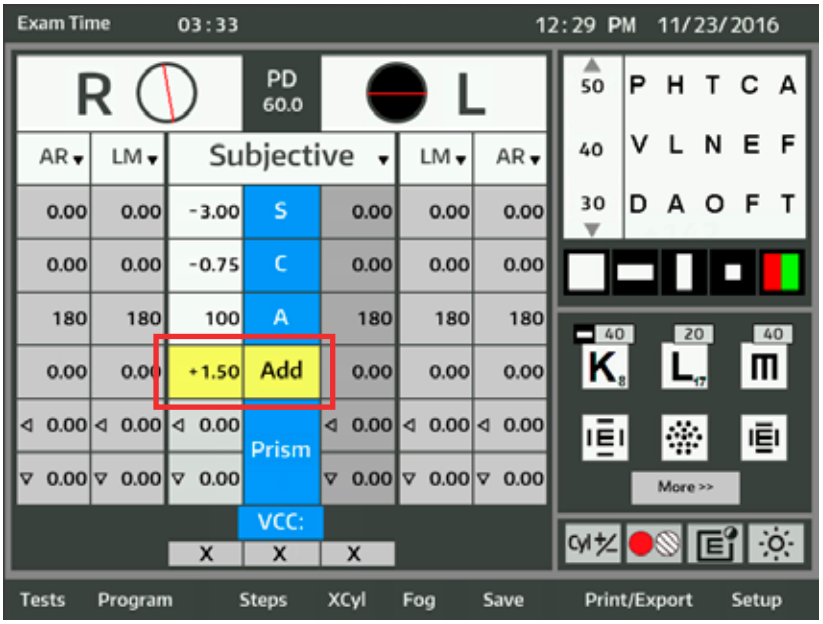

Figure IU-11 Cases Ajout de Vision de près actives
2. Appuyer sur la case **AJOUTER** dans la zone d'affichage principale de l'écran pour activer le champ de la valeur Vision de près pour les deux yeux. Se reporter à la Figure IU-11.